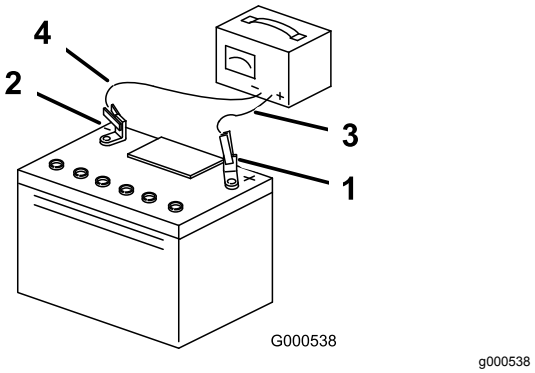

Figure 40
3. Quand la batterie est chargée au maximum, débranchez le chargeur de la prise, puis débranchez les fils du chargeur des bornes de la batterie (Figure 40).